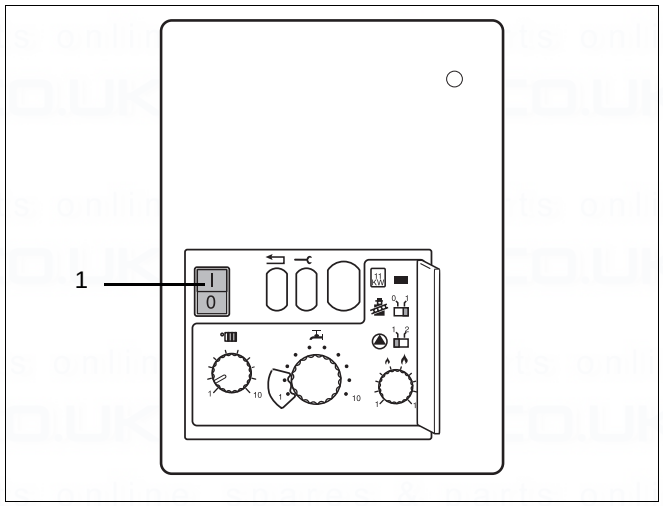

Fig. 14 UBA
Connection must be made in a way that allows complete isolation of the electrical supply such as a double pole switch having 3 mm (1/8") contact seperation in both poles, or a plug and socket, serving only the boiler and system controls. This boiler is equipped with a double pole switch see fig. 14, item 1. The means of isolation must be accessible to the user after installation.